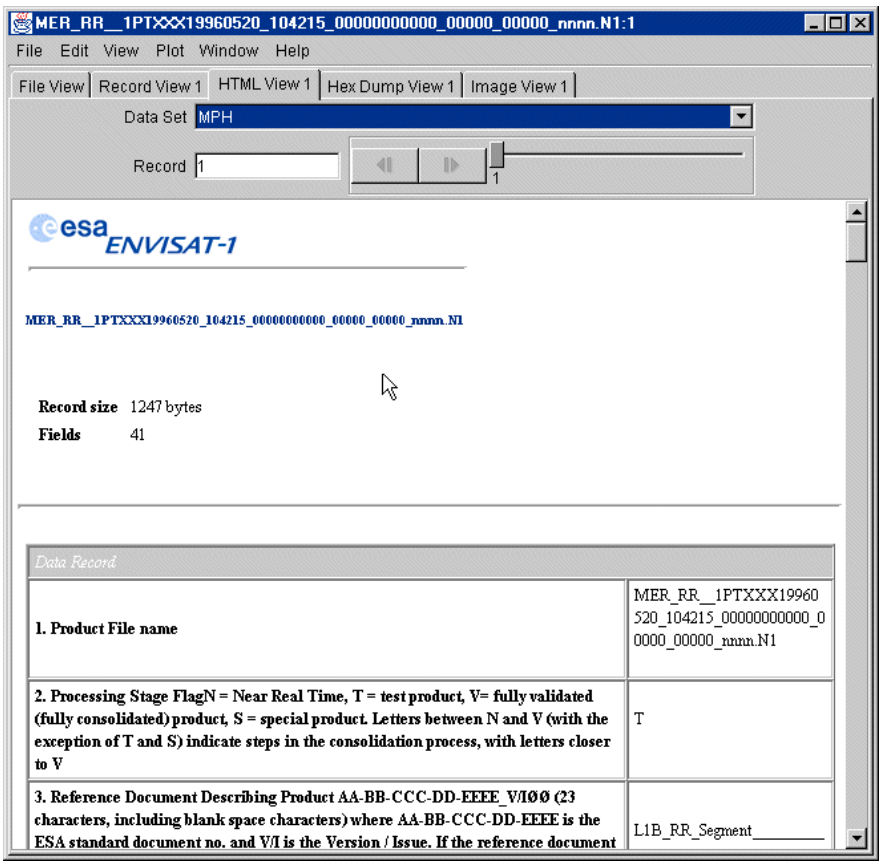

Figure 5.6 Example HTML view
- HTML View. (Figure 5.6)
Figure 5.6 shows an example of the HTML view. The data area shows an ESA/ENVISAT logo below which is the data product name, the number of records and the number of fields per record for the data set. Below this is a two-column table, which lists the field names in the first column with the value and units in the second column. Each row in the table corresponds to one field of a record.